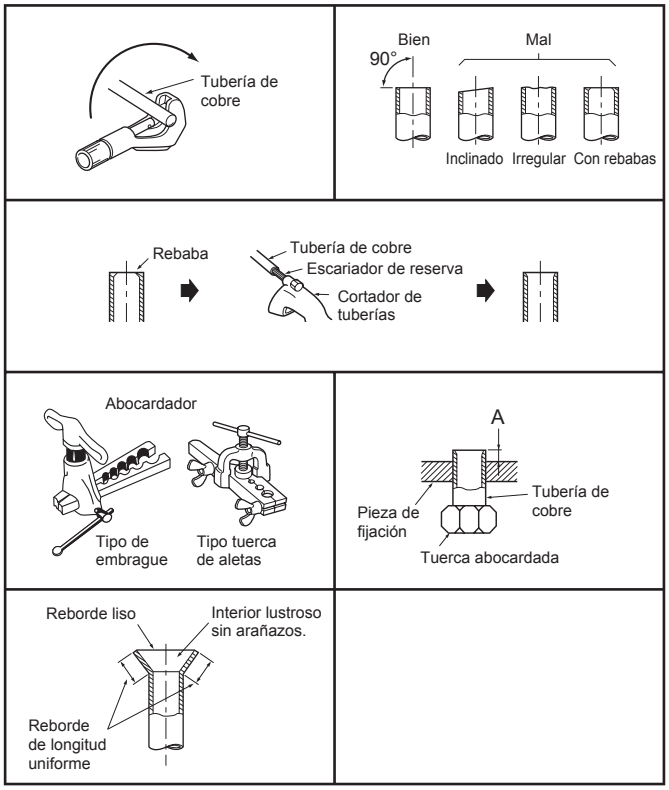

Fig. 4-3
4.2. Trabajo de abocinamiento (Fig. 4-3)